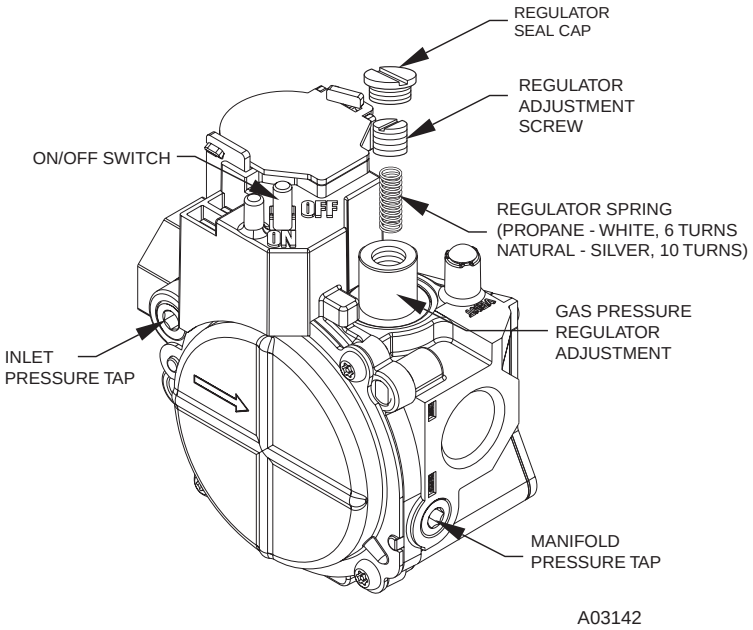

**Fig. 57—Redundant Automatic Gas Control Valve**
b. Remove seal cap that conceals adjustment screw for gas valve regulator. (See Fig. 57.)